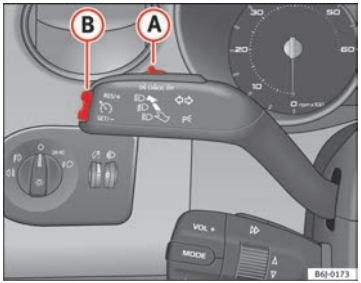

Fig. 111 Turn signal and main beam headlight lever: switch and rocker switch for the cruise control
– Press the lower part **SET** of the rocker switch ⇒ fig. 111 (B) once briefly when you have reached the speed you wish to set.